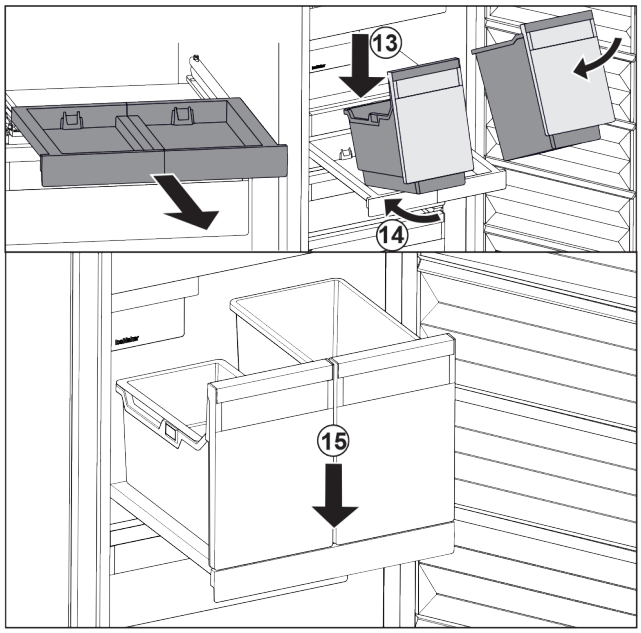

Fig. 29
▶ Behälter schräg auf das Auszugsbord aufsetzen. *Fig. 29 (13)*
▶ Behälter schräg nach hinten einschieben. *Fig. 29 (14)*
▶ Behälter vorne absetzen. *Fig. 29 (15)*